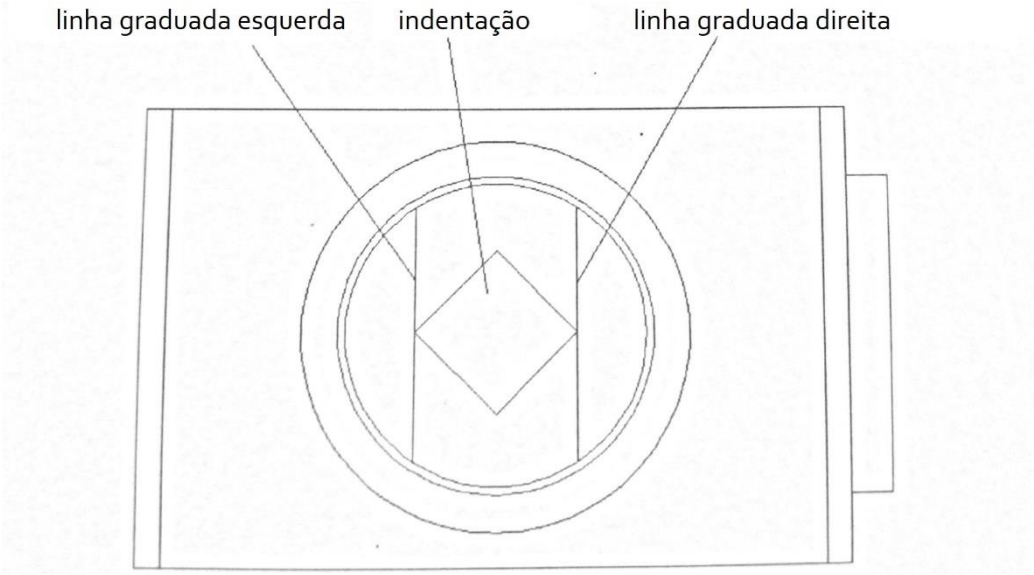

Fig. 7
3.4.12 Gire a Roda do Tambor Direito (19) para permitir que as linhas graduadas se separem, gire a Roda do Tambor Esquerdo (16) para mover a linha graduada esquerda até que esteja tangente ao lado interno do ponto de interseção à esquerda fora da indentação, e em seguida, mova a linha graduada direita até que esteja tangente ao lado interno do ponto de interseção à direita fora do recuo (Fig. 7), pressione o botão de medição (20) na ocular. A medição do comprimento d1 da linha diagonal está concluída. Gire a ocular (7) em 90°, de acordo com a forma acima mencionada para medir o comprimento d2 da linha diagonal, pressione o botão de medição (20). Neste momento, a tela mostra o valor de exibição de teste e o valor de exibição de dureza trocado medido no momento atual: Se o operador não tiver certeza da exatidão da medição, repita a medição novamente conforme os métodos descritos nas seções acima mencionadas.